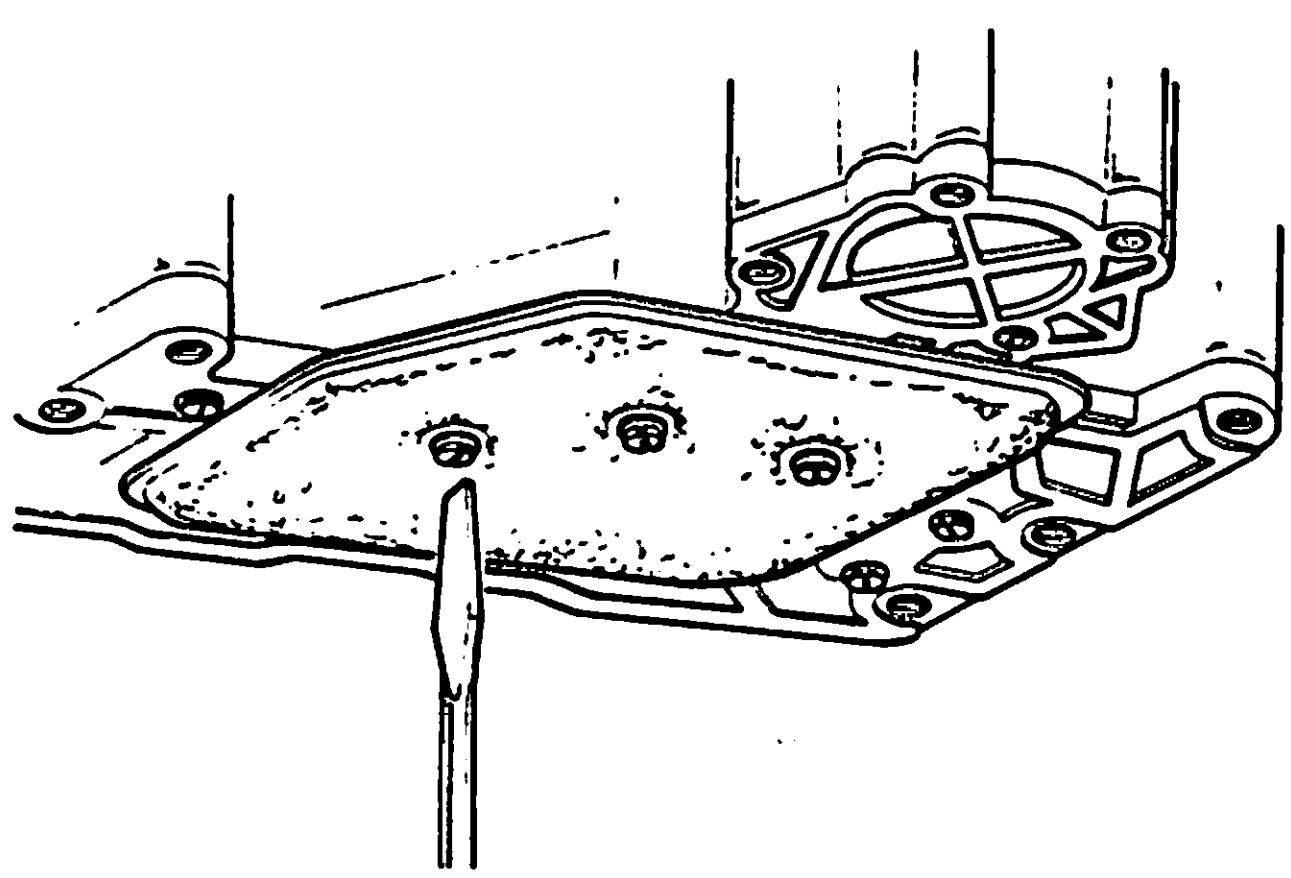

Fig. B-24 Removing Automatic Transmission Filter
(1) Remove transmission pan screws, pan, and gasket.
(2) Remove and discard oil filter (fig. B-24).
(3) Remove and discard O-ring seal from pick-up pipe.
(4) Install new O-ring seal on pick-up pipe and install strainer and pipe assembly.
(5) Clean pan thoroughly and position new gasket on pan. Use petroleum jelly, or equivalent, to position gasket.
(6) Install pan. Secure with attaching screws and tighten to 10 to 13 foot-pounds (14 to 18 N•m) torque.
(7) Pour approximately 5 quarts (4.71 liters) of Dexron II* automatic transmission fluid into filler pipe. Be sure container spout, funnel, or other items in contact with fluid are clean.
(8) Start engine and allow it to idle a few minutes.
(9) Apply brake pedal and parking brake. Shift transmission into all positions then place the selector lever in N (Neutral).